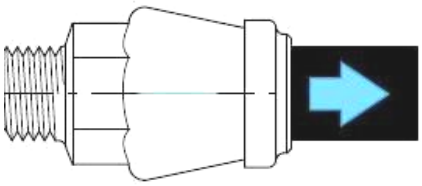

Figura 4
5. Ritirare il tubo in PE (bloccare l'anello di bloccaggio) (v. Figura 4)